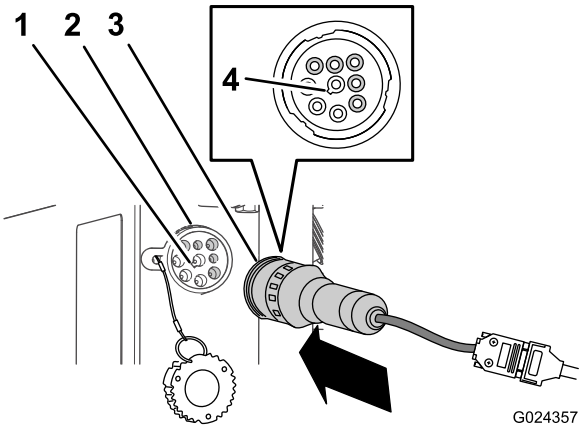

Figure 7
A. Align the pin notch on the diagnostic-port to the pin notch on the adapter-harness plug (Figure 7).
B. Firmly insert the plug into the port (Figure 7).